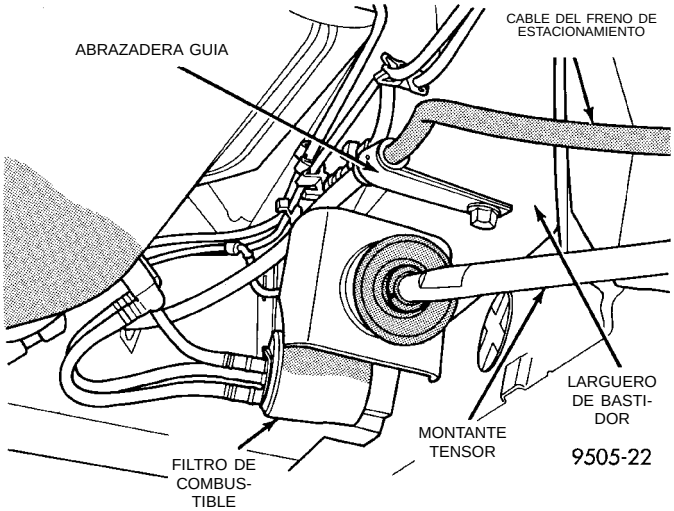

Fig. 152 Abrazadera guía del cable del freno de estacionamiento
(22) Retire la abrazadera guía del cable del freno de estacionamiento (Fig. 152) del larguero de bastidor del vehículo.
(2) Instale el cable del freno de estacionamiento en la placa de apoyo del freno o el adaptador de freno de disco trasero. Cerciórese de que las lengüetas de fijación en el retén del cable estén expandidas para asegurar que el cable del freno de estacionamiento esté sujeto firmemente en la placa de apoyo o en el adaptador.
(3) Instale la abrazadera guía del cable del freno de estacionamiento (Fig. 152) en el larguero de bastidor. Instale y apriete con firmeza el perno de fijación de la abrazadera guía.